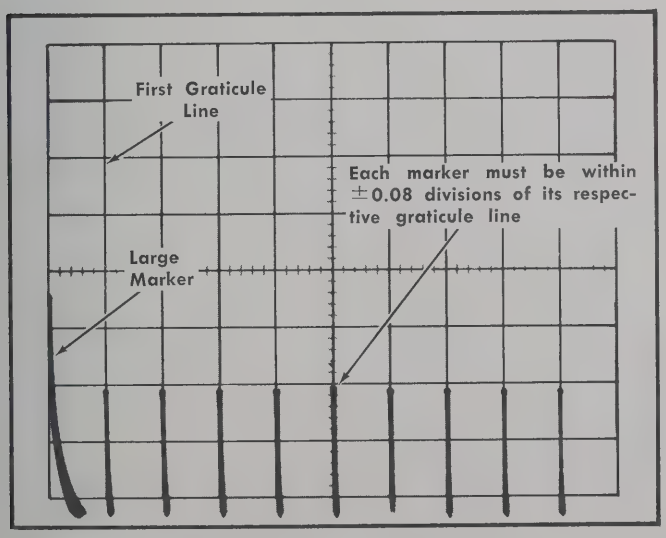

Fig. 5-15. Typical CRT display when checking magnifier timing and linearity.
c. CHECK—CRT display for one small marker each division between the first and ninth graticule line (see Fig. 5-15). With the second marker positioned to the first graticule line, the tenth marker must be within 0.4 division of the ninth graticule line (timing within ±5%).
d. CHECK—Each marker in CRT display must be within 0.08 division of its respective graticule line (1% linearity; see Fig. 5-15).